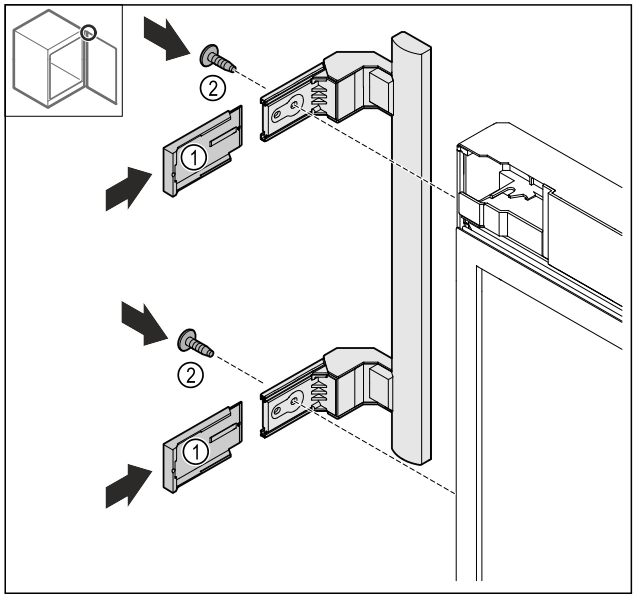

Fig. 17
- ▶ Montați capacele *Fig. 17 (1)*.